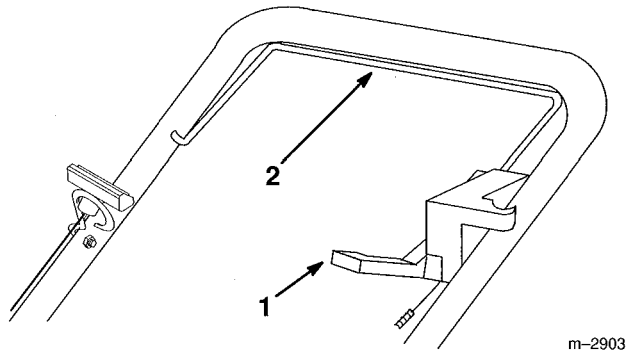

Figure 12
2. SELF-PROPELLED MODELS ONLY–Move traction control lever forward (toward engine) (Fig. 12).
1. Move traction control lever forward (toward engine) and squeeze control bar until it contacts handle (Fig. 12).